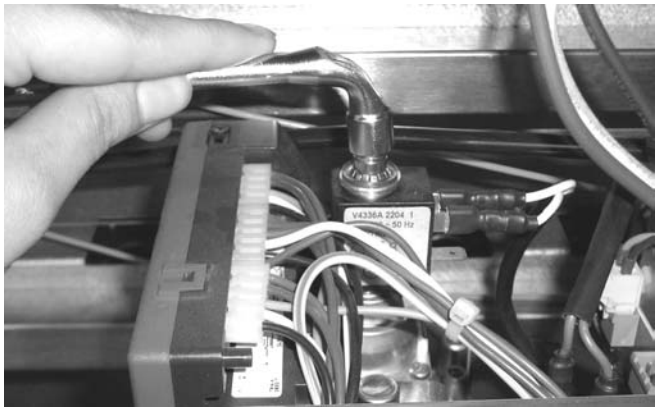

Afb. 21
- Controleer de uitlaatdruk op de klep en stel deze, indien nodig, bij tot 8,0 mbar (G20) / 10,4 mbar voor Groningen (G25) en **28,3** mbar voor propaan (G31) (afbeelding 21).